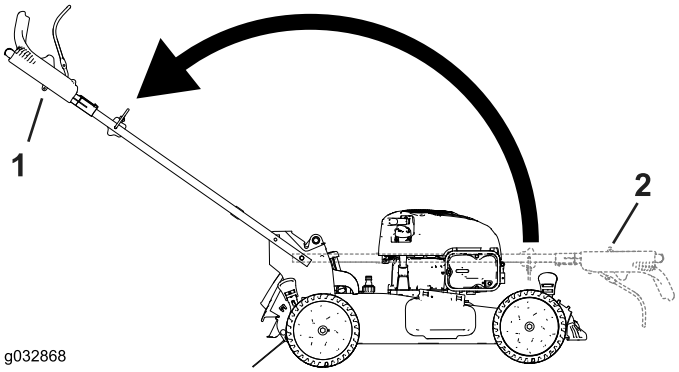

Figura 5
3. Despliegue el manillar a la posición de operación girándolo hacia atrás (Figura 5).